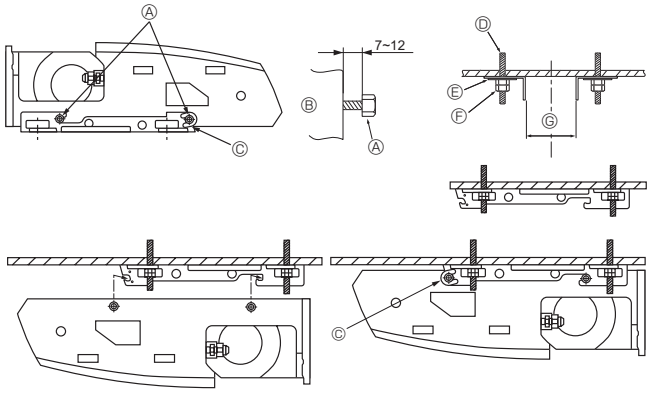

Fig. 3-6
2) Anbringung der Aufhängungsklammer zunächst an der Decke (Fig.3-6)